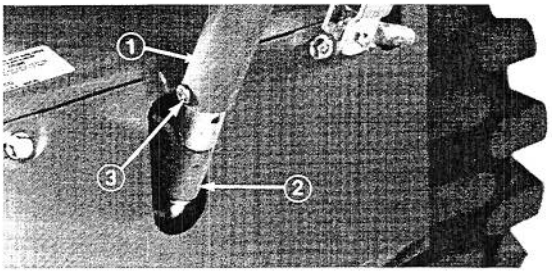
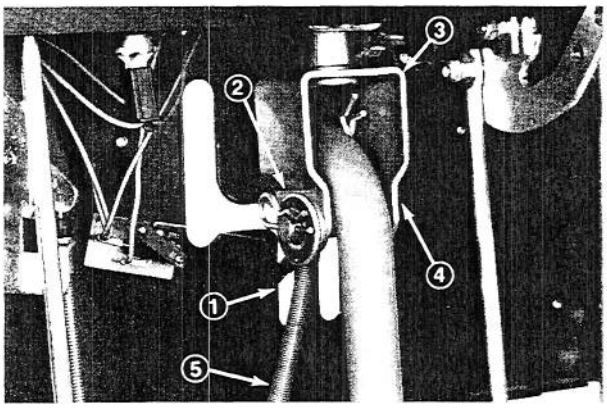
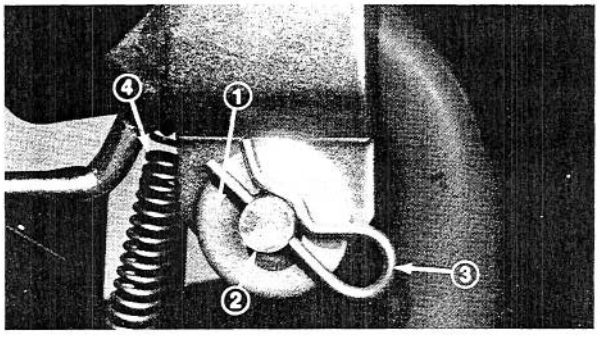

Figure 9
Figure 10
Figure 11
2. From back side, slide control rod over lower tube (Fig. 9) and wheel drive control lever through 1st gear slot in control panel (Fig. 10). Next, line up holes in wheel drive control pivot with U-shaped pivot bracket and secure parts in place with clevis pin (Fig. 11). Head of clevis pin must be on right side of U-shaped bracket. Hook tension spring to hole in wheel drive control pivot. (Fig. 10).
3. Slide flat washer onto clevis pin and hair pin cotter through clevis pin so all parts are retained in place (Fig. 11).
5. Line up holes in lower end of control rod with hole in tube at center of traction unit (Fig. 9). Secure parts together with clevis pin and cotter pin (Fig. 9).